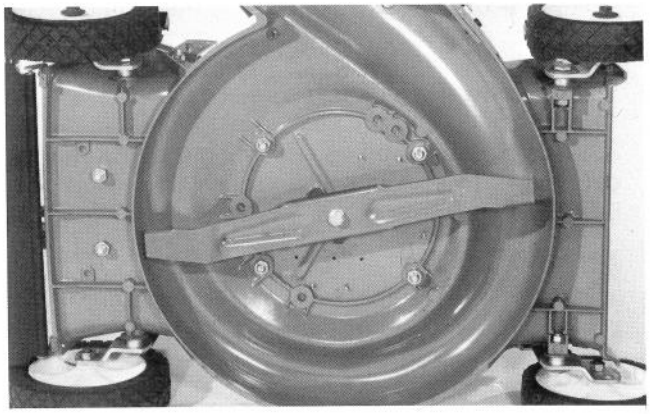

Figure 28
2. Tip mower on its left side (Fig. 28).